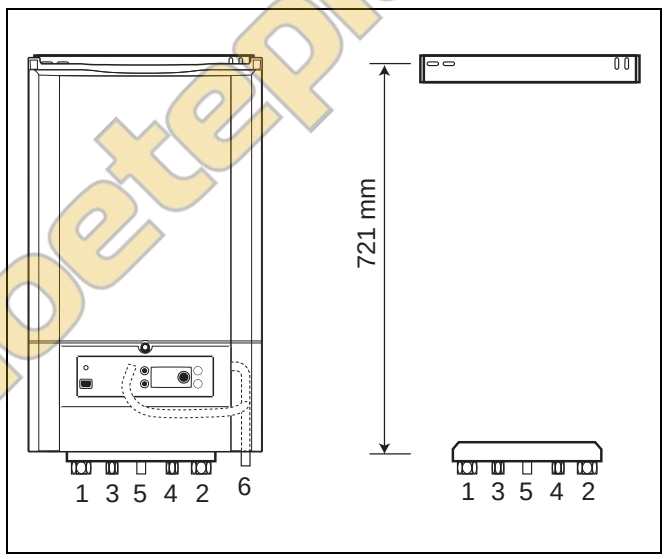

Рис. 5 Монтажная панель и подключения
- Смонтируйте соединения на котле (1 и 2: G¾", 3 и 4: G½", 5: G1" наружная резьба) (→ рис. 5).
- Подключите котёл к нижней стороне монтажной панели (→ рис. 5).
Подключения подающей и обратной линии системы отопления находятся в нижней части котла (→ рис. 5). Размеры подключений приведены в главе 5.
Котёл можно подключить к баку-водонагревателю непрямого нагрева (→ рис. 5, [3] и [4]).
Если бак-водонагреватель не подключен к котлу, то штуцеры VK и RS (→ рис. 5, [3] и [4]) нужно соединить перепускной трубой (опция).
Котёл оснащён встроенным предохранительным клапаном со стороны отопительного контура (→ рис. 5, [6]). Сливная линия предохранительного клапана находится справа в нижней части котла. Сливная линия предохранительного клапана должна иметь диаметр Ø30 мм или больше и должна подсоединяться с уклоном к канализационной сети. Таким образом, в отопительной системе дополнительный предохранительный клапан не требуется.